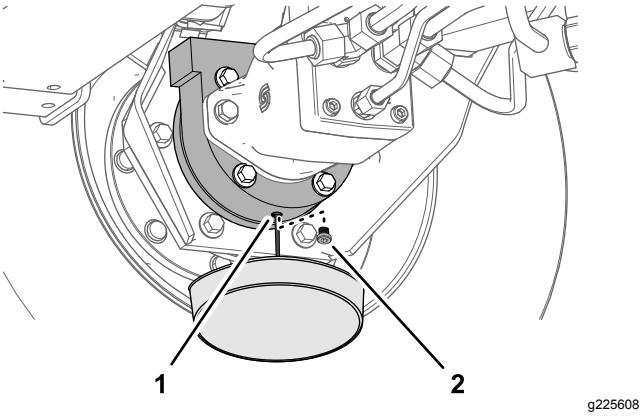

Figuur 102
6. Plaats een opvangbak onder de remkast, verwijder de aftapplug en laat al de olie in de bak lopen (Figuur 102).